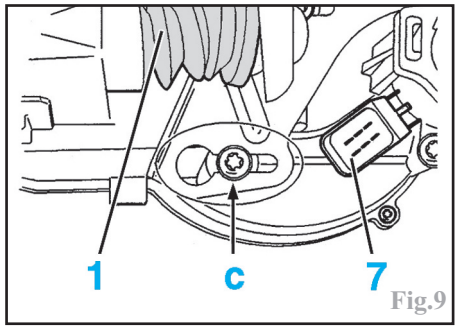

Fig.9
-l'état du soufflet de protection de la tige de poussée (1) (Fig.9).